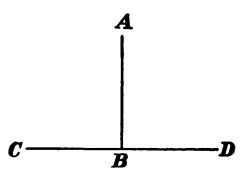

FIG. 8.
26. When these adjacent angles, $A\,B\,C$ and $A\,B\,D$, are equal, as in Fig. 8, they are called **right angles.**